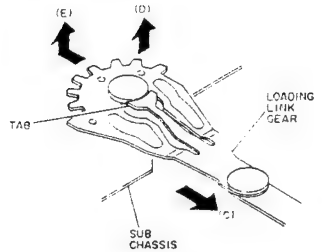

Fig. 2-58
2) Move the take-up loading link gear in the direction of arrow (C). (See Fig. 2-58)
3) Hold the tab of the take-up loading link gear using tweezers, etc. and lift the link gear in the direction of arrow (D), then remove the link gear in the direction of arrow (E).
2) Move the supply loading link gear in the direction of arrow (C). (See Fig. 2-58)
3) Hold the tab of the supply loading link gear using tweezers, etc. and lift the link gear in the direction of arrow (D), then remove the link gear in the direction of arrow (E).